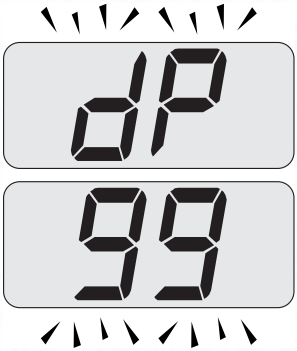

Fig. 9.22
- Press further key 13 to vary again the output in chimney sweep mode: when the LCD display displays the letters **dP** that alternate with the heating water temperature value (e.g.**99**), the "chimney sweep function" is at maximum output in domestic hot water mode (Fig. 9.22);